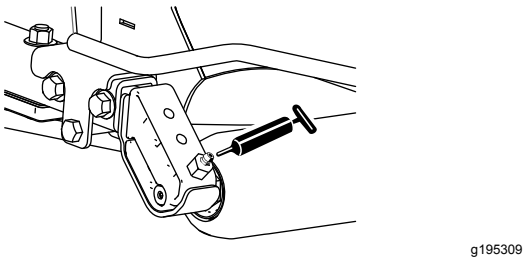

Figur 44
- 2 (per klippenhet) bakre rullager (Figur 44)